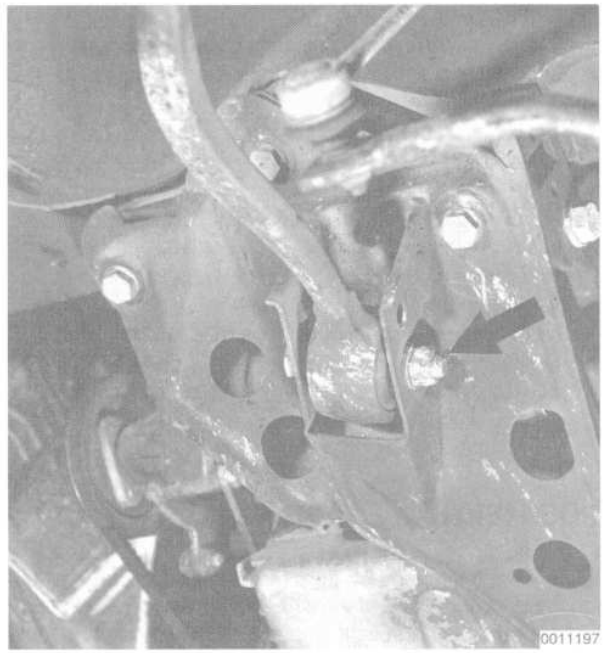

Fig. 9. Control arm through-bolt (**arrow**).
5. Working at the other end of the control arm, remove the through-bolt attaching the control arm to the crossmember. See Fig. 9.